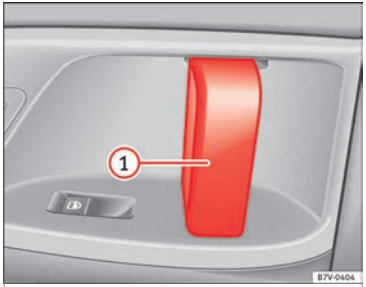

Fig. 135 On the sliding door. door handle (1)
Opening the sliding door from the inside.	When the sliding door is released, open the door fully by pulling on its interior handle »» **Fig. 135** (1).